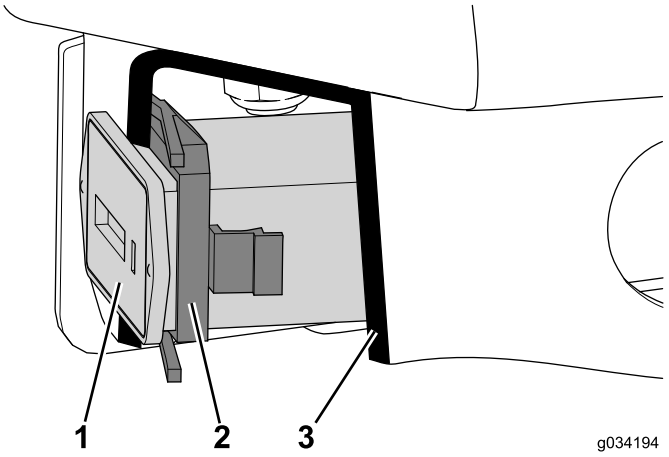

Figura 12
3. Retire de la consola el dispositivo de retención que sujeta el contador de horas, si está instalado (Figura 12).